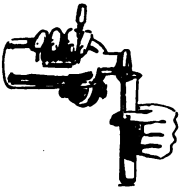

Fig. 11.
1. (Rule 1.) Take the other half of the sol. (Exp. 9) in a t.t., hold the latter with a tube holder, and slowly pour into the tube a little sulfuric acid, H_2SO_4 (Fig. 11, Rules 9, 10). Watch carefully the result. If there is any action, describe it, see where it begins and how it continues, and give accurately any color changes. Note whether the temperature of the t.t. continues the same. See whether any gas escapes, and take the odor.